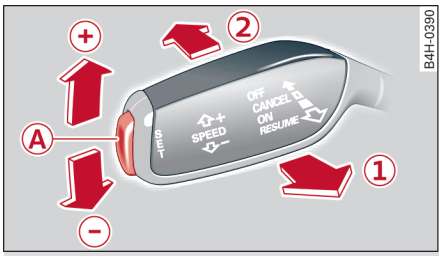

图 99 操纵杆：定速巡航装置
- 将操纵杆拉到位置 ① ⇨ *图 99*，打开定速巡航装置。
- 要逐步提高或降低车速时，请将操纵杆朝方向 ⊕/⊖ **点击** ⇨ *77 页，图 99*。
- 把操纵杆拉到位置 ① ⇨ *77 页，图 99*。
- 把操纵杆推入位置 ②（不卡止）⇨ *77 页，图 99*，或者